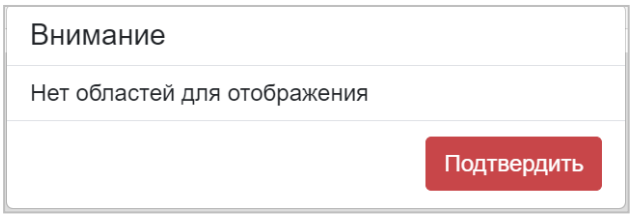

Рисунок 5.50 – ПМ «Администрирование КСЭОН СЕНСОР». Окно «Внимание»
5. На карте отобразится значок . Если отобразилось предупреждающее окно «Внимание» (рисунок 5.50), нажмите кнопку <Подтвердить> (рисунок 5.50).